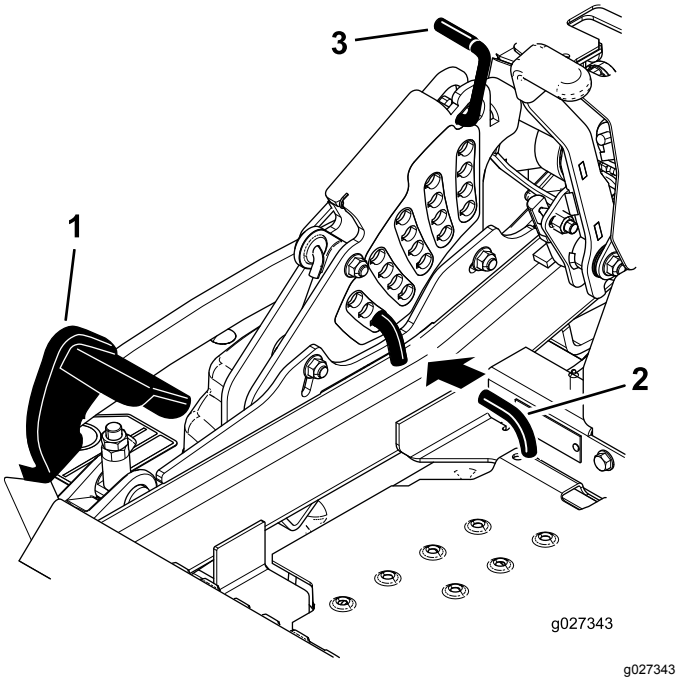

Figur 95
5. Skub pedalen til skjoldløft hele vejen frem, hvorefter skjoldet låses i transportpositionen på 14 cm (Figur 95).